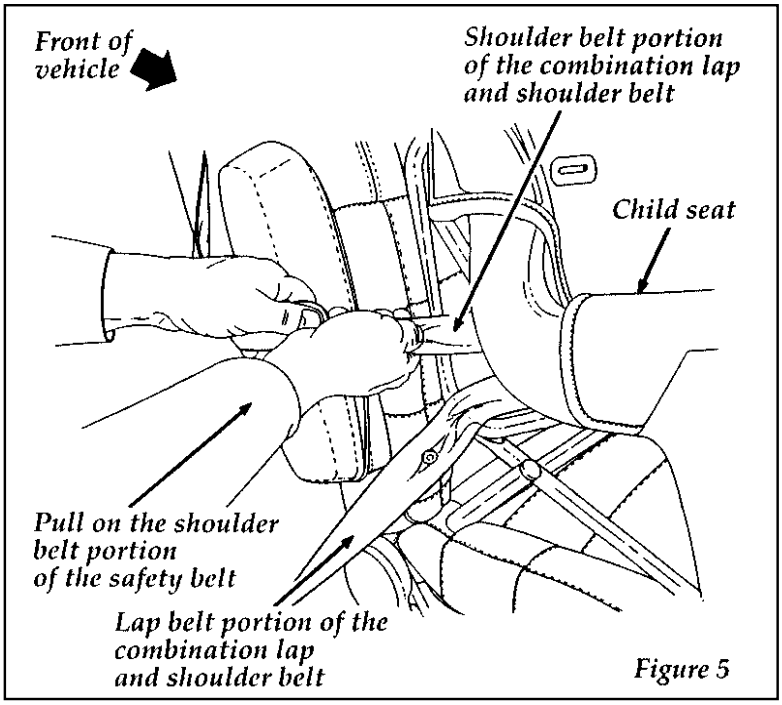

Figure 5
7. Grasp belt close to child seat and pull on the shoulder belt portion of the combination lap/shoulder belt, then allow the belt to retract and remove all slack to securely tighten the child safety seat in the vehicle. See Figure 5.